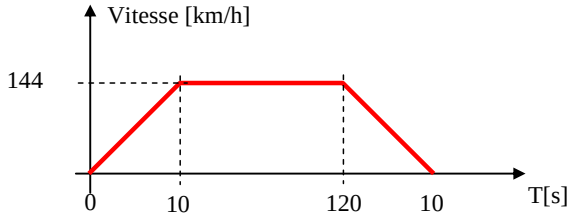

Figure 4
10. On suppose que le moteur est soumis à couple résistant constant de 200Nm et est contrôlé à l'aide du hacheur précédent de sorte à suivre le profil de vitesse représenté sur la figure 4. Tracer les profils de vitesse angulaire et du couple du moteur électrique en admettant que l'inertie côté moteur est de 0,5kgm².